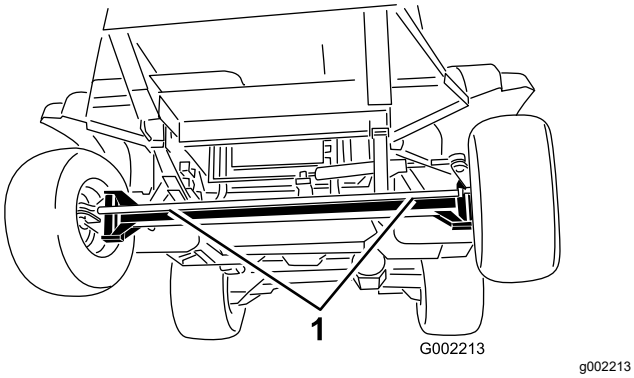
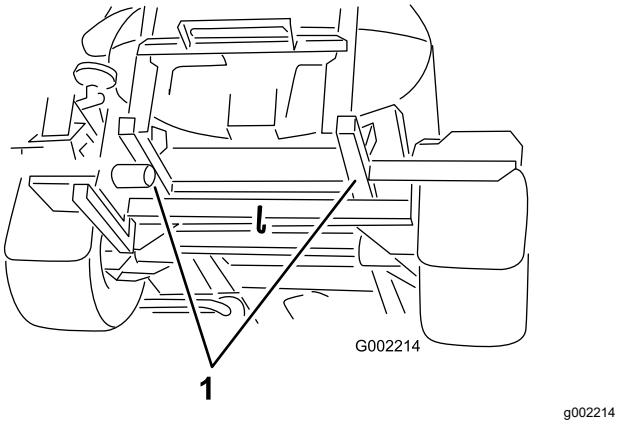

Figuur 58
Figuur 59
4. Bevestig een sleepkabel aan het frame; zoek de sleeppunten voor- en achteraan (Figuur 58 en Figuur 59).